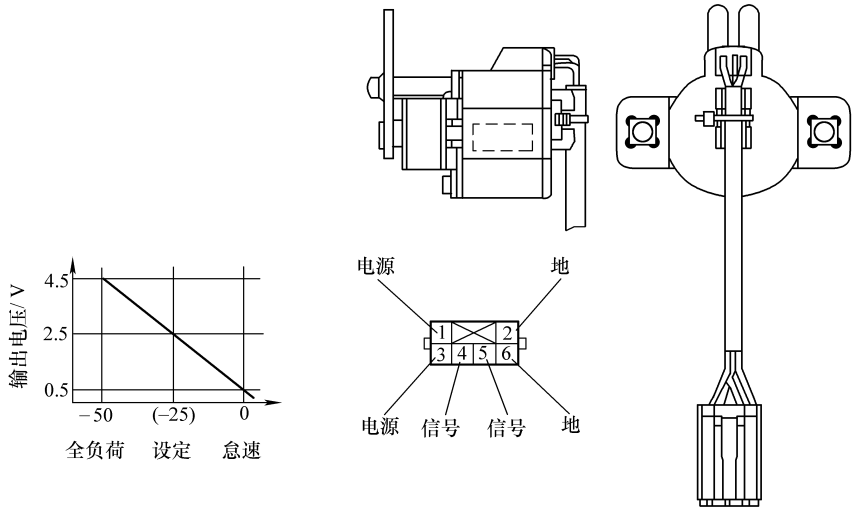
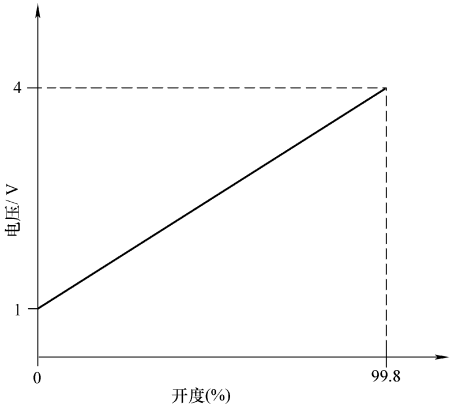

图 6-53　加速踏板位置传感器
图 6-54　加速踏板位置传感器的输出特性
⑤ 加速踏板位置传感器见图 6-53；加速踏板位置传感器输出特性见图 6-54。